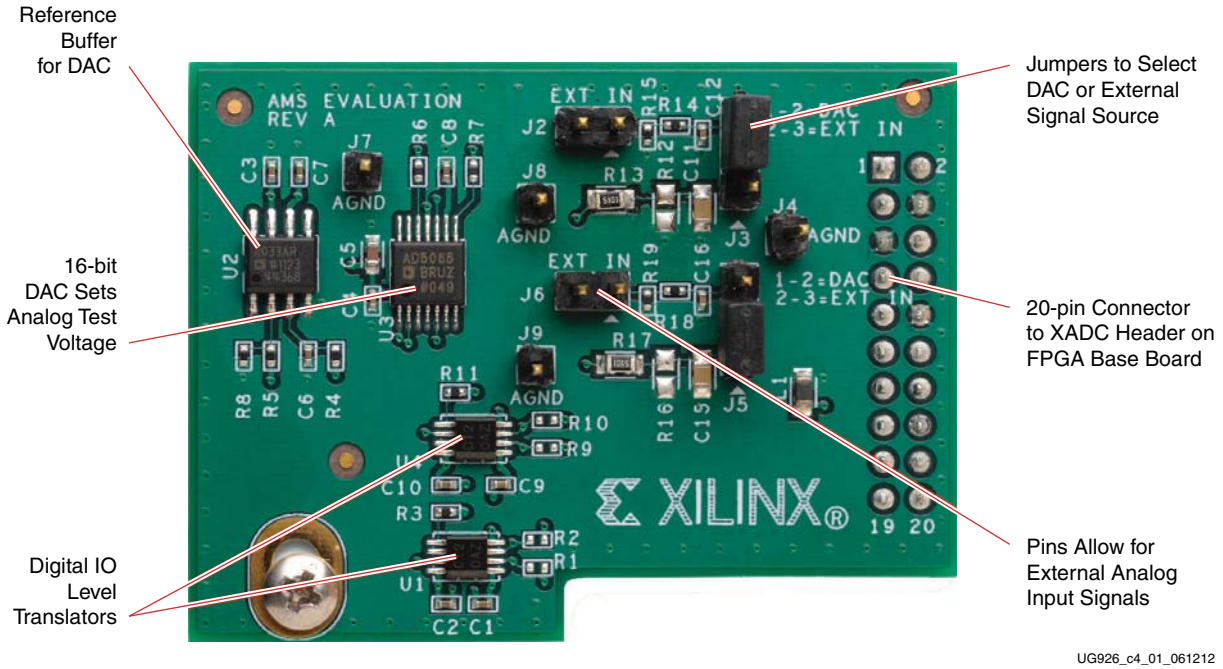

Figure 4-1: **AMS101 Evaluation Card**
- AMS101 evaluation card (see Figure 4-1)